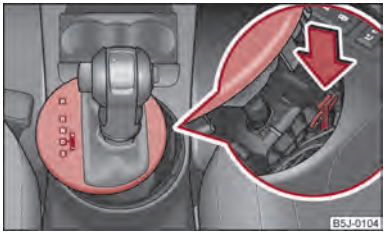

Fig. 91 Sbloccaggio d'emergenza della leva selettrice
– Premere con un dito l'elemento in plastica giallo verso il basso ⇒ fig. 91.